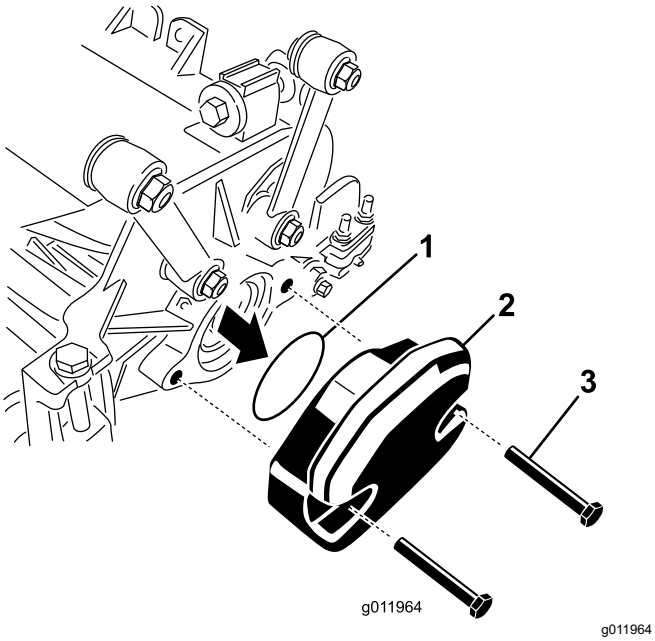

**Figur 24**
2. Ta bort vikten och o-ringen (Figur 24) på insidan av den högra klippenheten.